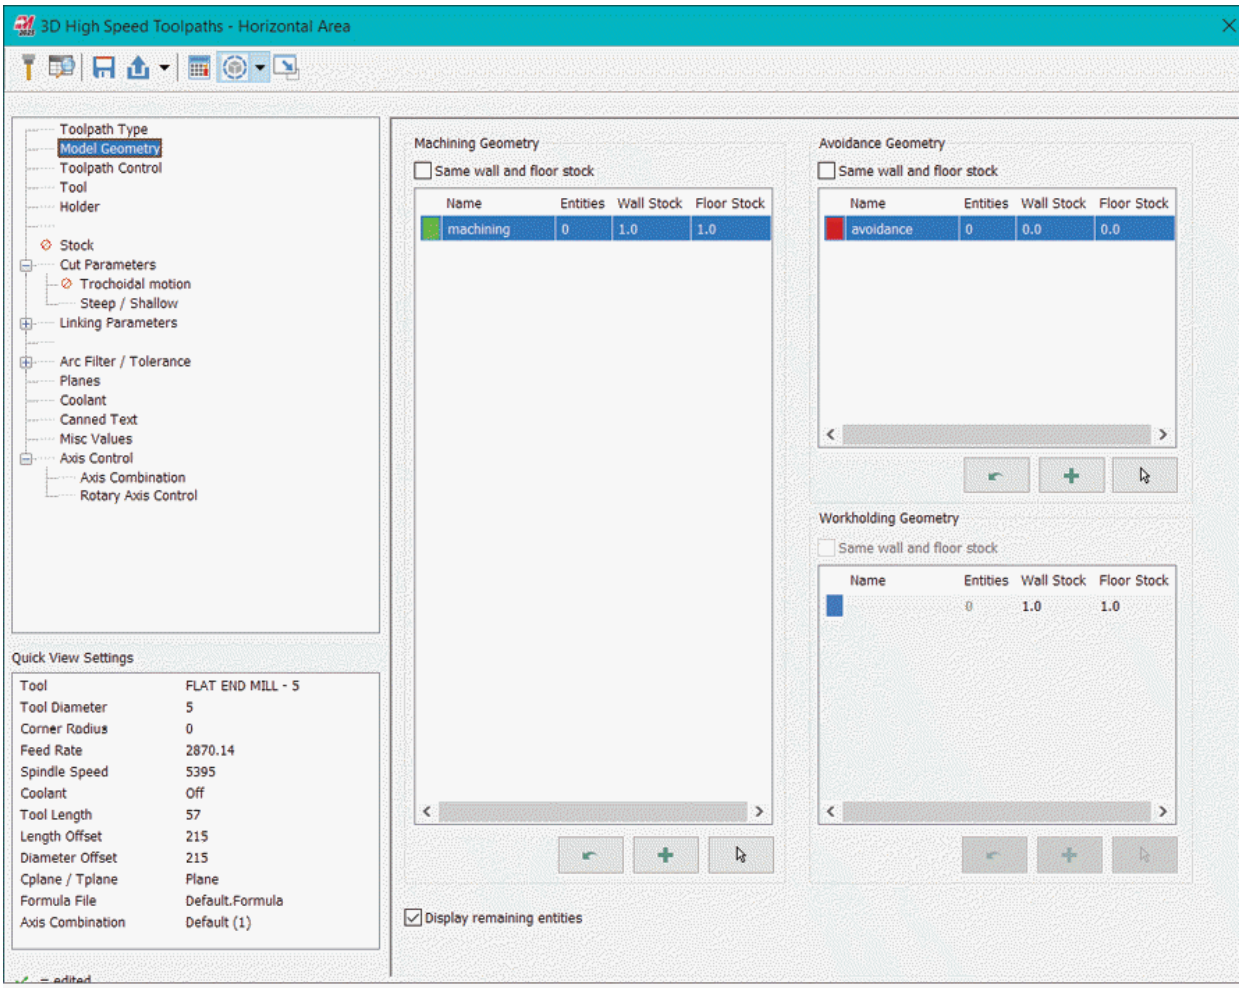

Figure-57. 3D High Speed Toolpaths-Horizontal Area dialog box
- After roughing, click on the **Horizontal Area** tool from the expanded **3D** group of **Toolpaths** tab in the **Ribbon**. The **3D High Speed Toolpaths-Horizontal Area** dialog box will be displayed; refer to Figure-57.